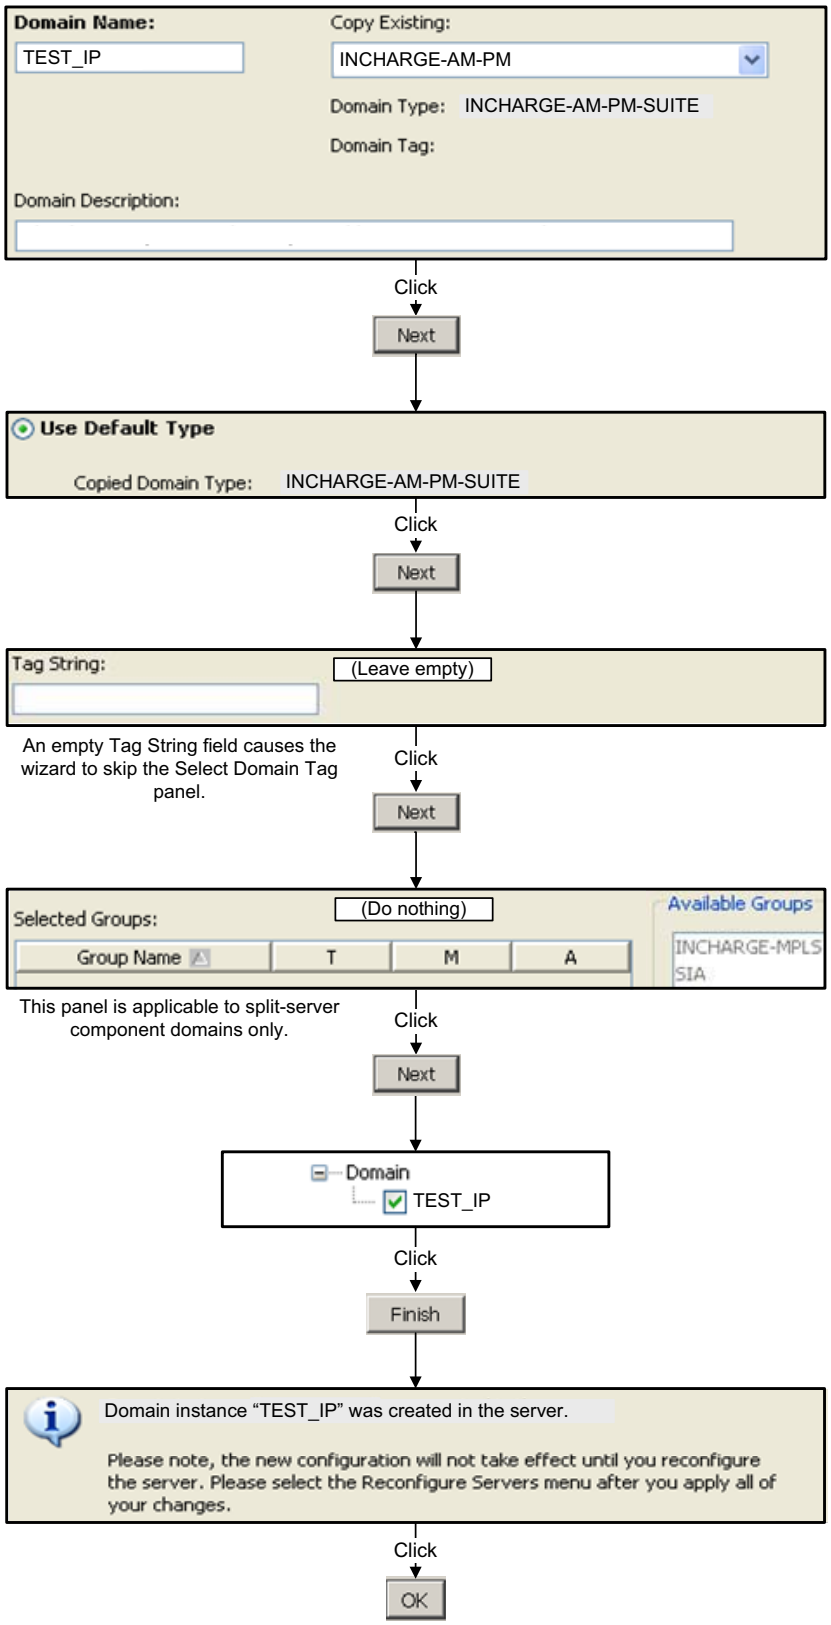

Figure 13 Using the Domain Creation Wizard to create the TEST_IP domain for Exercise 3
8. Consult Figure 13 on page 68 and follow the directions to create an IP Manager domain named **TEST_IP**. (Type **TEST_IP** in the **Domain Name** field and select **INCHARGE-AM-PM** in the **Copy Existing** drop-down list.)